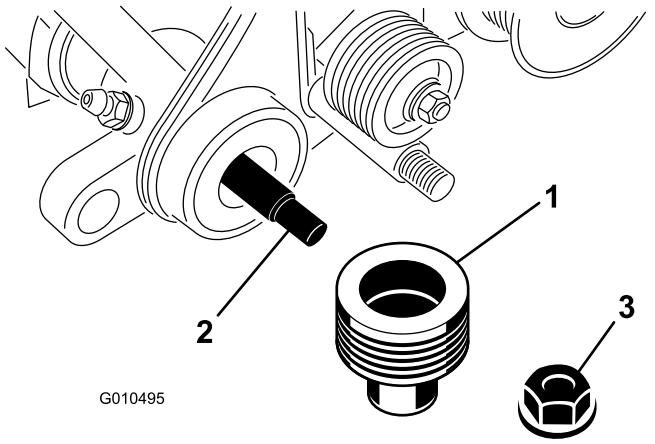

Figur 33
6. Fjern låsemutteren som fester den drevne remskiven til enden av trimsatsakselen og fjern lederullen (Figur 33).